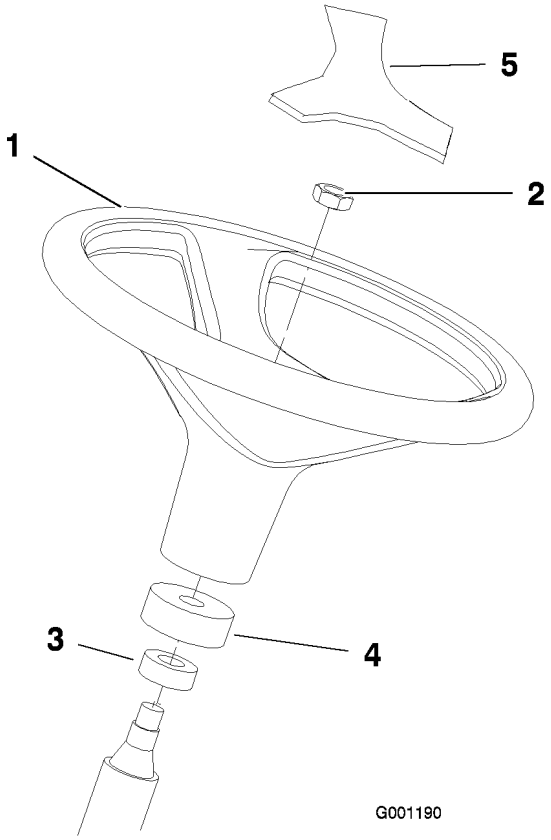

Figur 3
2. Ta bort skyddet från ratten (Figur 3).
3. Ta bort kontramuttern från styraxeln. Kontrollera att skumstoppringen och dammskyddet sitter på styraxeln (Figur 3).
4. För på ratten på styraxeln (Figur 3).
6. Montera skyddet på ratten (Figur 3).